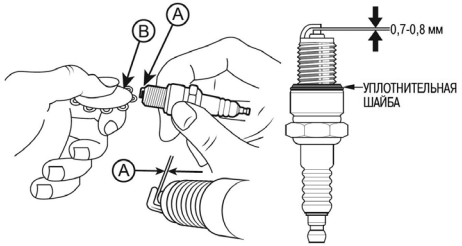

Рис. 31. Проверка межэлектродного зазора
4. Измерьте зазор между электродами свечи зажигания специальным щупом. Зазор должен быть 0,7-0,8 мм (Рис. 31). При увеличении, или уменьшении требуемого зазора, рекомендуется заменить свечу, так как регулировка зазора может привести к изменению качества искрообразования.